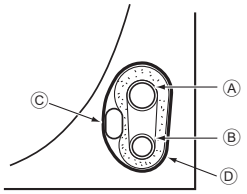

Fig. 4-4
4.3.1. Укладка в место для трубок блока (Fig. 4-4)